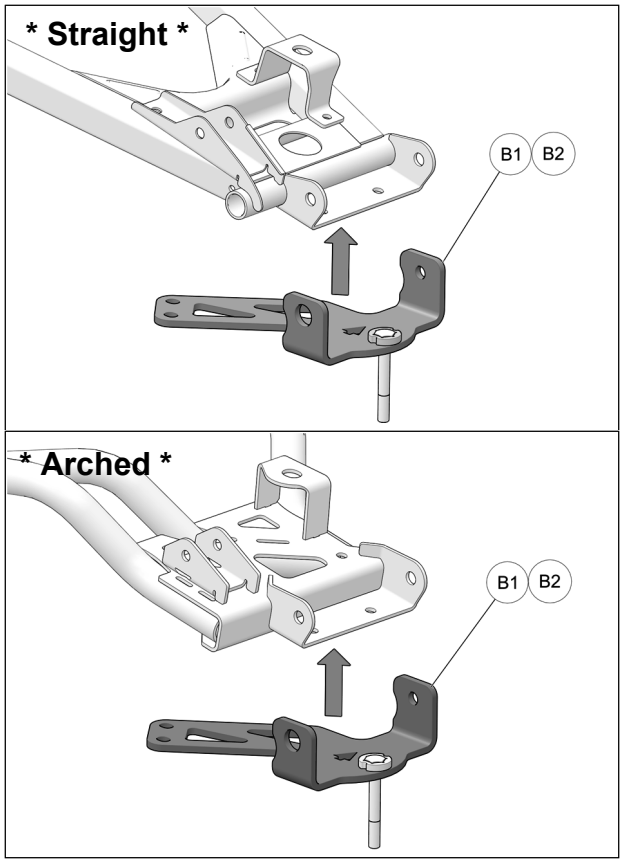

Fig. 6
6. Position anchor bracket under lower rear suspension arm (**B1-B2**). See Fig. 6